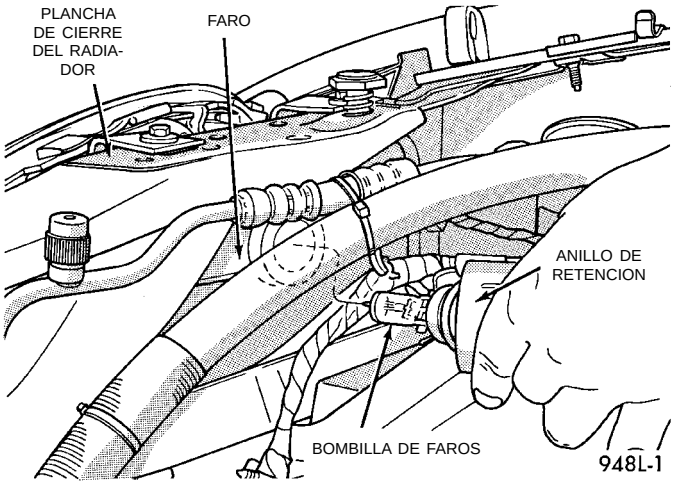

Fig. 1 Bombilla de faros
(1) Desenganche el pestillo del capó y abra el capó.
(2) Desconecte el conector de cable del conector de la bombilla de faros.
(3) Retire el anillo de retención que sostiene la bombilla en la parte posterior del módulo de faros.
(4) Extraiga la bombilla de la parte posterior del módulo de faros (Fig. 1).